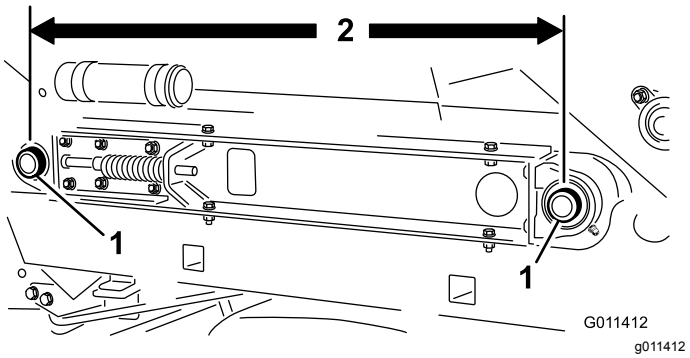

Figur 27
3. Kontroller for å sikre at avstanden i midten mellom transportbåndets rulleaksler (Figur 27), på hver side av maskinen, er lik – ca. 89,5 cm.